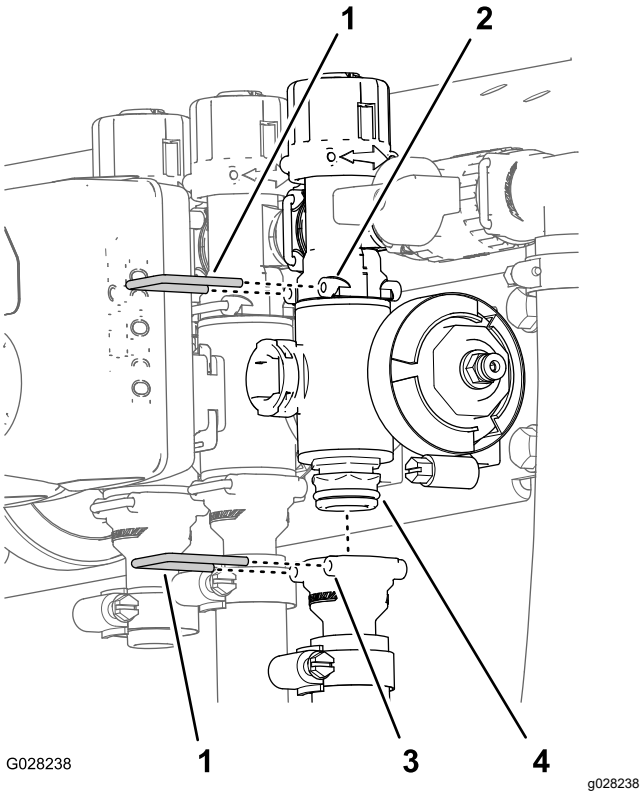

Figura 75
2. Retire las horquillas de retención que sujetan el conector de salida al distribuidor de la válvula de sección y el distribuidor de la válvula al acoplamiento de desvío (Figura 75).